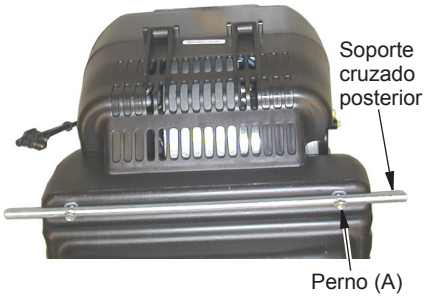

Figura 3 - Procedimiento para sujetar el soporte cruzado posterior
2. Fije el soporte cruzado posterior por medio de dos pernos (A). Consulte la figura 3.